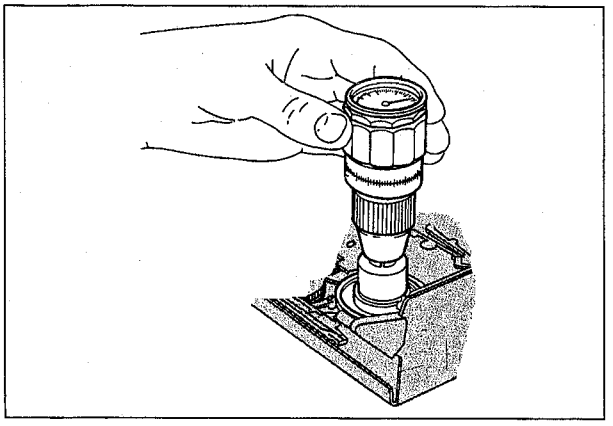

Abb. M18
- So lange weiterdrehen, bis die Anzeige am Drehmomentmesser sich stabilisiert hat (siehe Abb. M18).